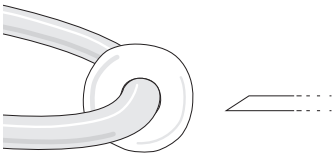

Fig. 20— Glass bead formed on filament
2. Place the beveled pipette in the pipette holder. With the pipette tip far from the heat, press the RUN button on and off, and adjust the heat until the glass bead becomes molten (Fig. 20). Observe how far the filament has expanded.